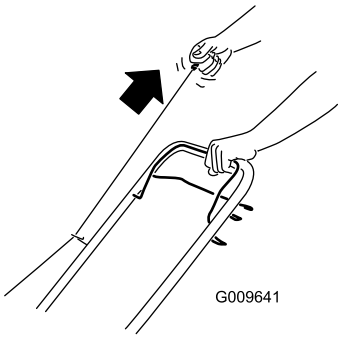

Figur 11
2. Dra i startsnörets handtag (Figur 11).
Obs: Dra lätt i starthandtaget tills du känner motstånd och dra sedan kraftigt (Figur 11). Låt snöret sakta gå tillbaka till handtaget.